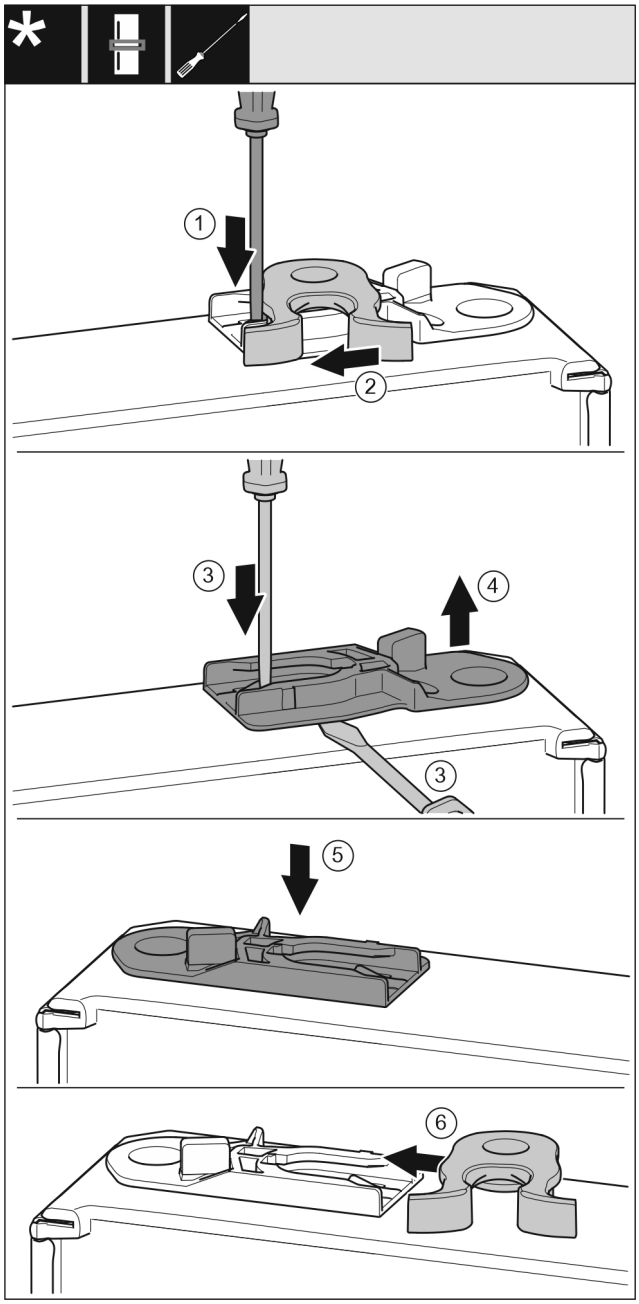

Fig. 20
- ▶ Strip *Fig. 20 (1)* met een platte schroevendraaier omlaag drukken.
- ▶ Sluithaak *Fig. 20 (2)* uit de geleiding trekken.
- ▶ Geleidebus *Fig. 20 (3, 4)* uittrekken: Strip met platte schroevendraaier indrukken en gelijktijdig een platte schroevendraaier onder de geleidebus plaatsen.
- ▶ In de leveringsomvang meegeleverde geleidebus *Fig. 20 (5)* in de andere behuizingszijde schuiven.
- ▶ Sluithaak *Fig. 20 (6)* in geleiding schuiven.